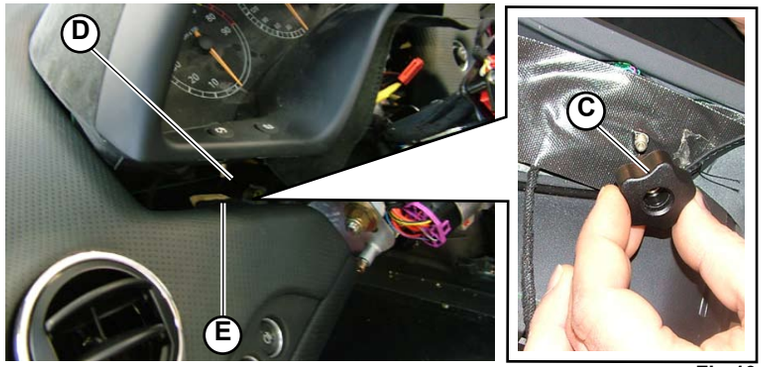

Fig.10
3. Access and tighten the 2 knobs (**C-Fig.10**) using the air vent holes to secure the 2 stud bolts (**D-Fig.10**) on the dashboard cover to the 2 flanges (**E-Fig.10**) on the dashboard.